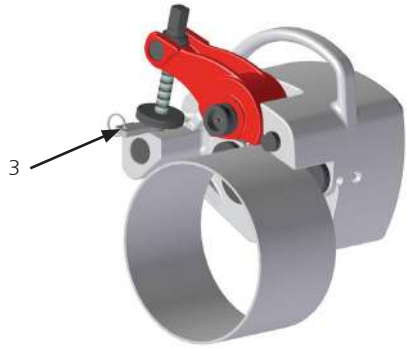

Figura 3
- Depois de apertar o parafuso guia manualmente e a máquina estar fixa no tubo, posicione o calibre de profundidade (consulte a figura 3, n.3) entre a máquina e a porca reguladora.